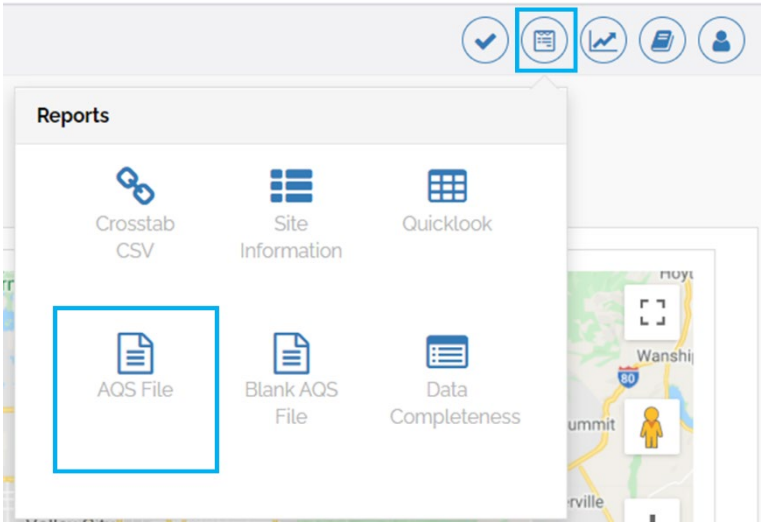

Figure 23. AQS file Report option for Ambient Data
- Click on AQS file option (**Figure 23**)